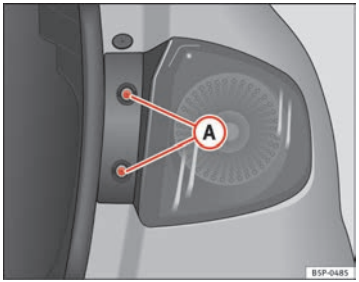

Fig. 192 Side lights and brake lights
– Remove the bolts ⇒ fig. 192 (A).